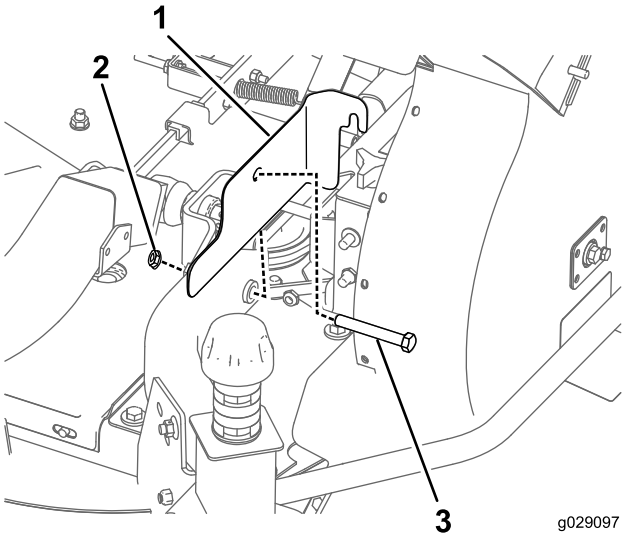

Bild 25
1. Montieren Sie die Riemenschutzvorrichtung an der Maschine (Bild 25).